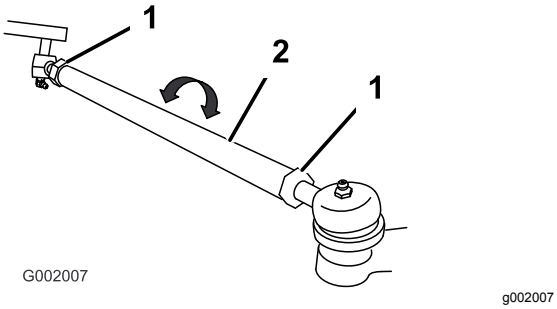

Figur 46
5. Hvis målene ikke faller innenfor det spesifiserte området, løsne låsemutteren i begge ender av parallellstagene (Figur 46).